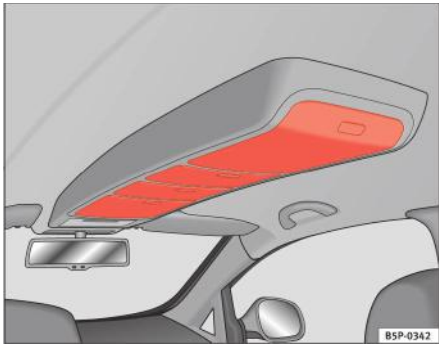

Fig. 103 Compartimentele de depozitare de pe plafon
– Pentru a deschide aceste compartimente, apăsați butonul de pe capac ⇒ fig. 103. Astfel capacul se va deschide.